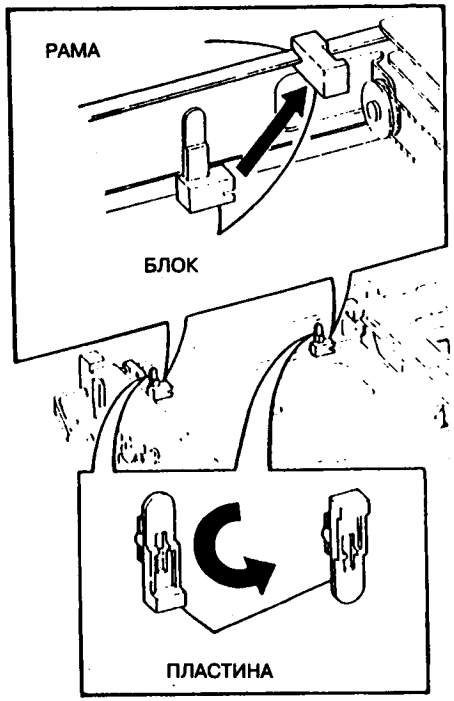

Рис.1 Расположение блока и рамы
5. Сместить каретку полного хода в крайнее правое положение. Снять блок и закрепить его на раме в положении, показанном на рис.1. Перевернуть пластину вверх ногами.